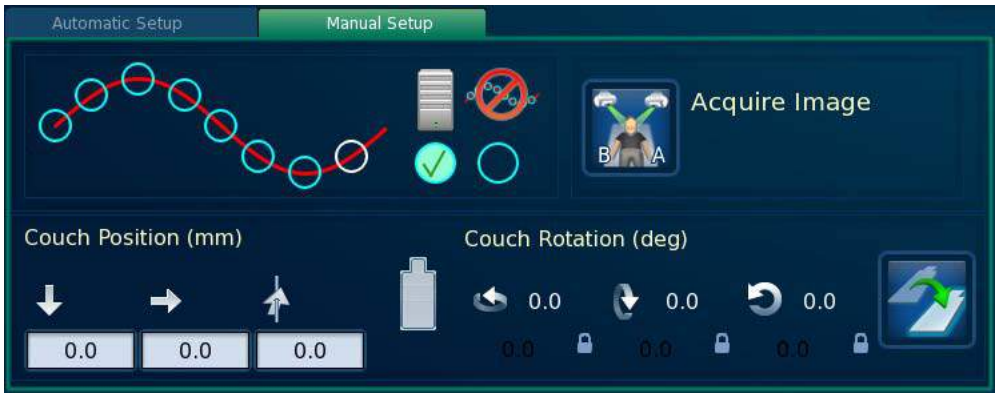

Figura 50 Guia Manual Setup (Configuração Manual)
1. Na fase **Alignment** (Alinhamento) **> Synchrony**, clique na guia **Manual Setup** (Configuração Manual) (consulte a Figura 50).
1. Clique na guia **Manual Setup** (Configuração Manual) (consulte a Figura 50).